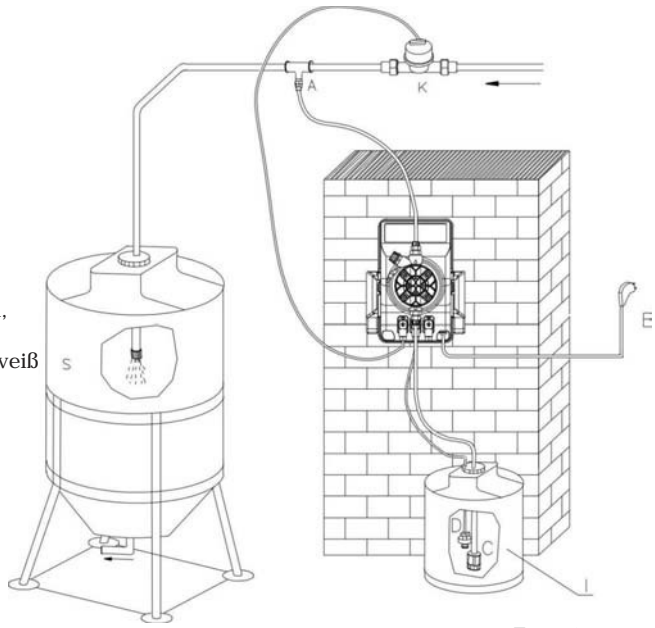

Fig. 16
11.2 - TYPISCHER ANLAGENPLAN (Fig. 16)